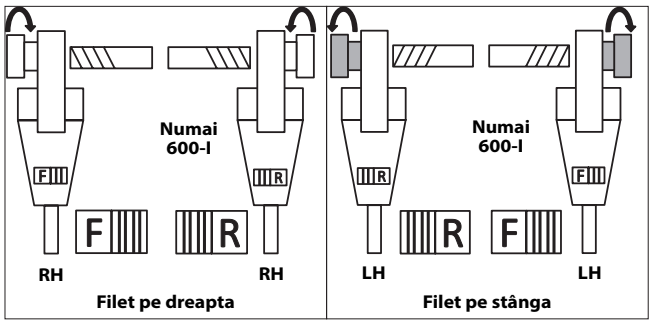

Figura 10 – Orientare întrerupător glisant/cap filieră
7. Poziționați întrupătorul glisant F/R al clupei electrice pentru direcția de filetare dreapta sau stânga dorită. *Vezi figura 10.*